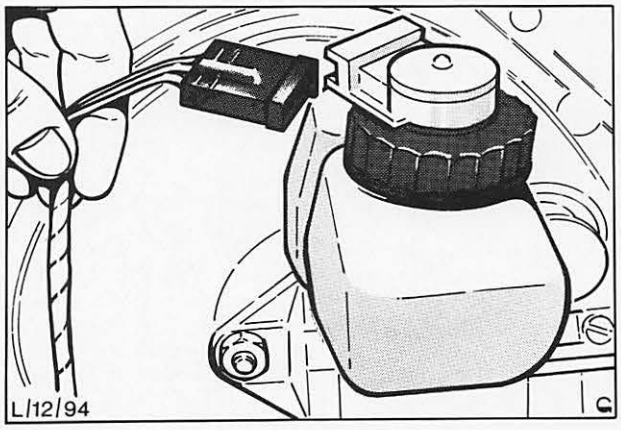

Abb. 52 Stecker am Verschlußdeckel des Vorratsbehälters
1. Motorhaube öffnen, Kotflügelschoner auflegen und Batterie abklemmen. Bremspedal fünfmal betätigen, um Bremskraftverstärker zu entspannen. Stecker am Verschluß – Vorratsbehälter abziehen, Abb. 52.